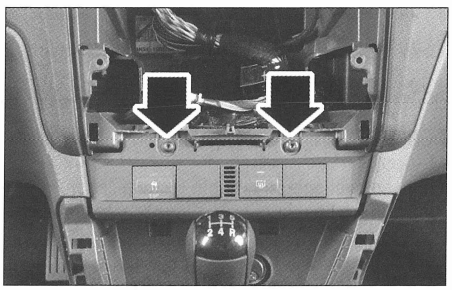

FIG. 43
- el panel de los conmutadores de consola central **(fig. 43)**.